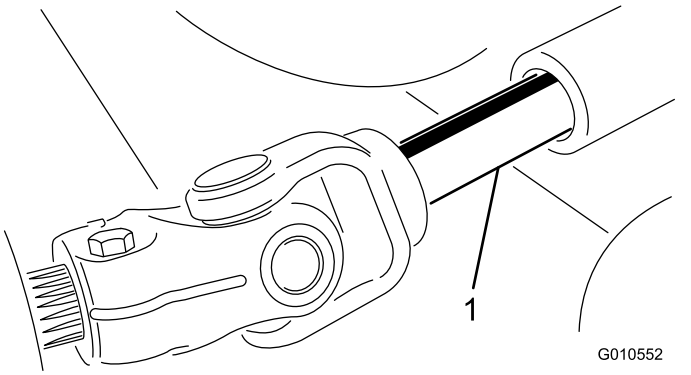

Figura 3
5. Spegnete il motore e allontanate l'elemento di taglio dal trattorino, separando le sezioni maschio e femmina dell'albero della presa di forza (Figura 3).